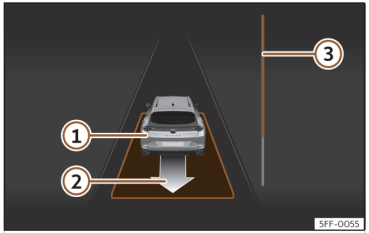

Fig. 154 En la pantalla del cuadro de instrumentos: desaparcar de un hueco en línea.
- Retroceda hasta que suene la señal continua del ParkPilot; **O BIEN:** dé marcha atrás hasta que en la pantalla del cuadro de instrumentos aparezca la indicación de dar marcha adelante. La barra de progreso ››› **fig. 154** ③ indica la distancia que hay que recorrer.